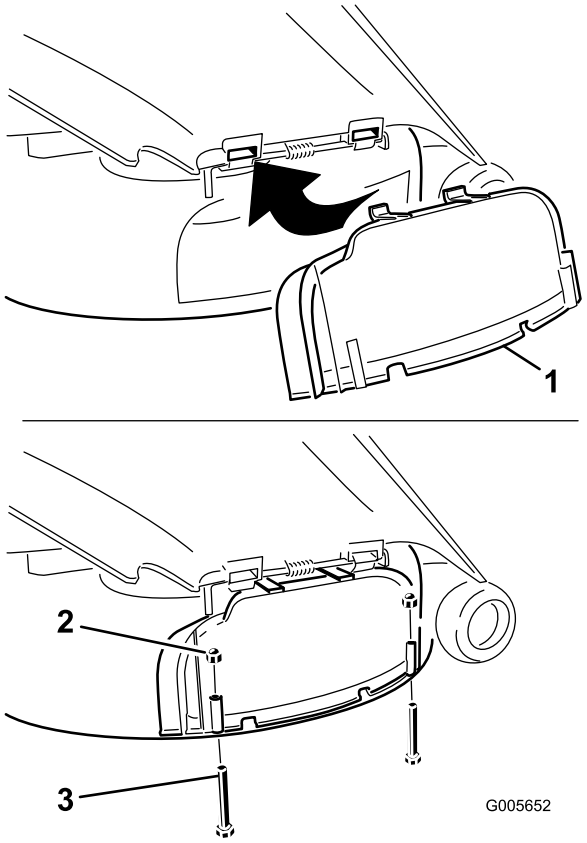

Figuur 28
3. Til de grasgeleider op en schuif de lippen boven op de afvoerafsluiter onder de bevestigingsstang van de grasgeleider door. Draai de afvoerafsluiter naar beneden op de opening en op de onderste lip van het maaidek (Figuur 28).
4. Zet de uitworpafsluiter vast aan de onderste lip van het maaidek met twee bouten (1/4 x 2-1/2 inch) en twee dopmoeren (1/4 inch) zoals wordt getoond in Figuur 28.